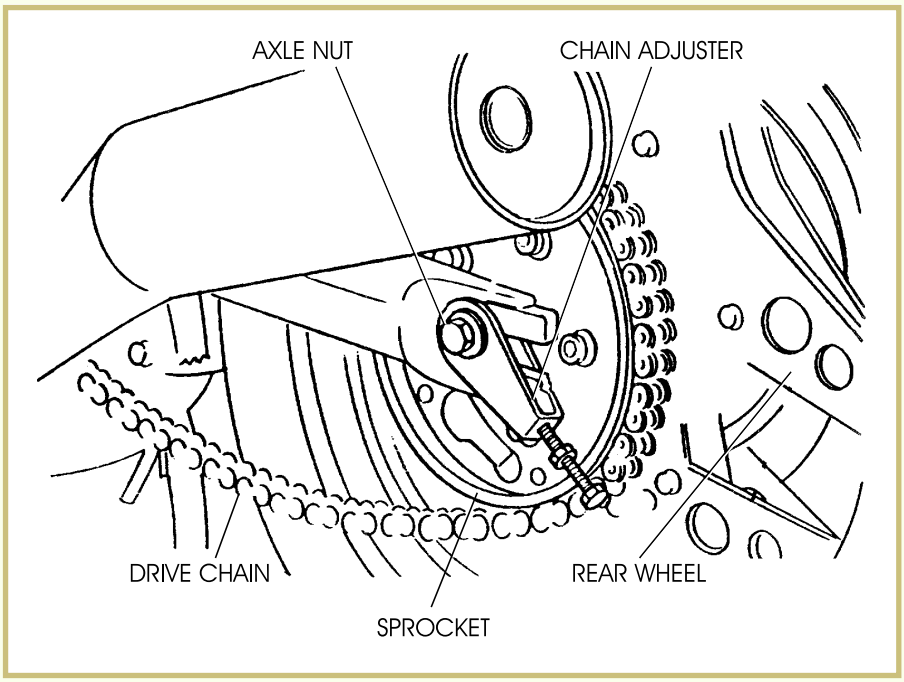

FIGURE 23—Removal of the rear wheel of a typical motorcycle is shown here. (Copyright by American Honda Motor Co., Inc. and reprinted with permission)
2. Remove the drive chain from the sprocket (Figure 23).